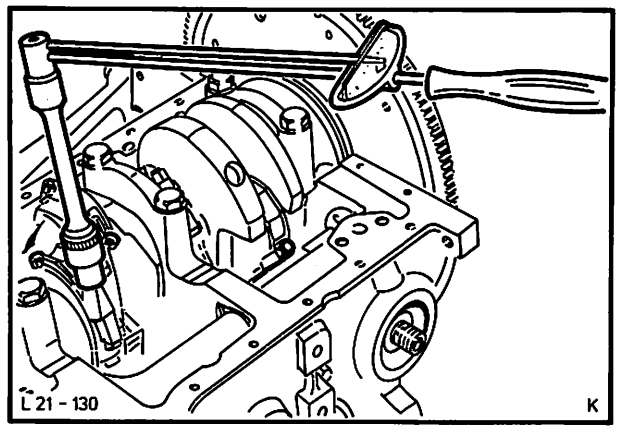

Abb. 177 Pleuel-Lagerdeckel mit Drehmoment anziehen
58. Pleuel-Lagerdeckel komplett mit eingeölter Lagerschale aufstecken. Pleuelmuttern mit vorgeschriebenem Drehmoment festziehen, Abb. 177.